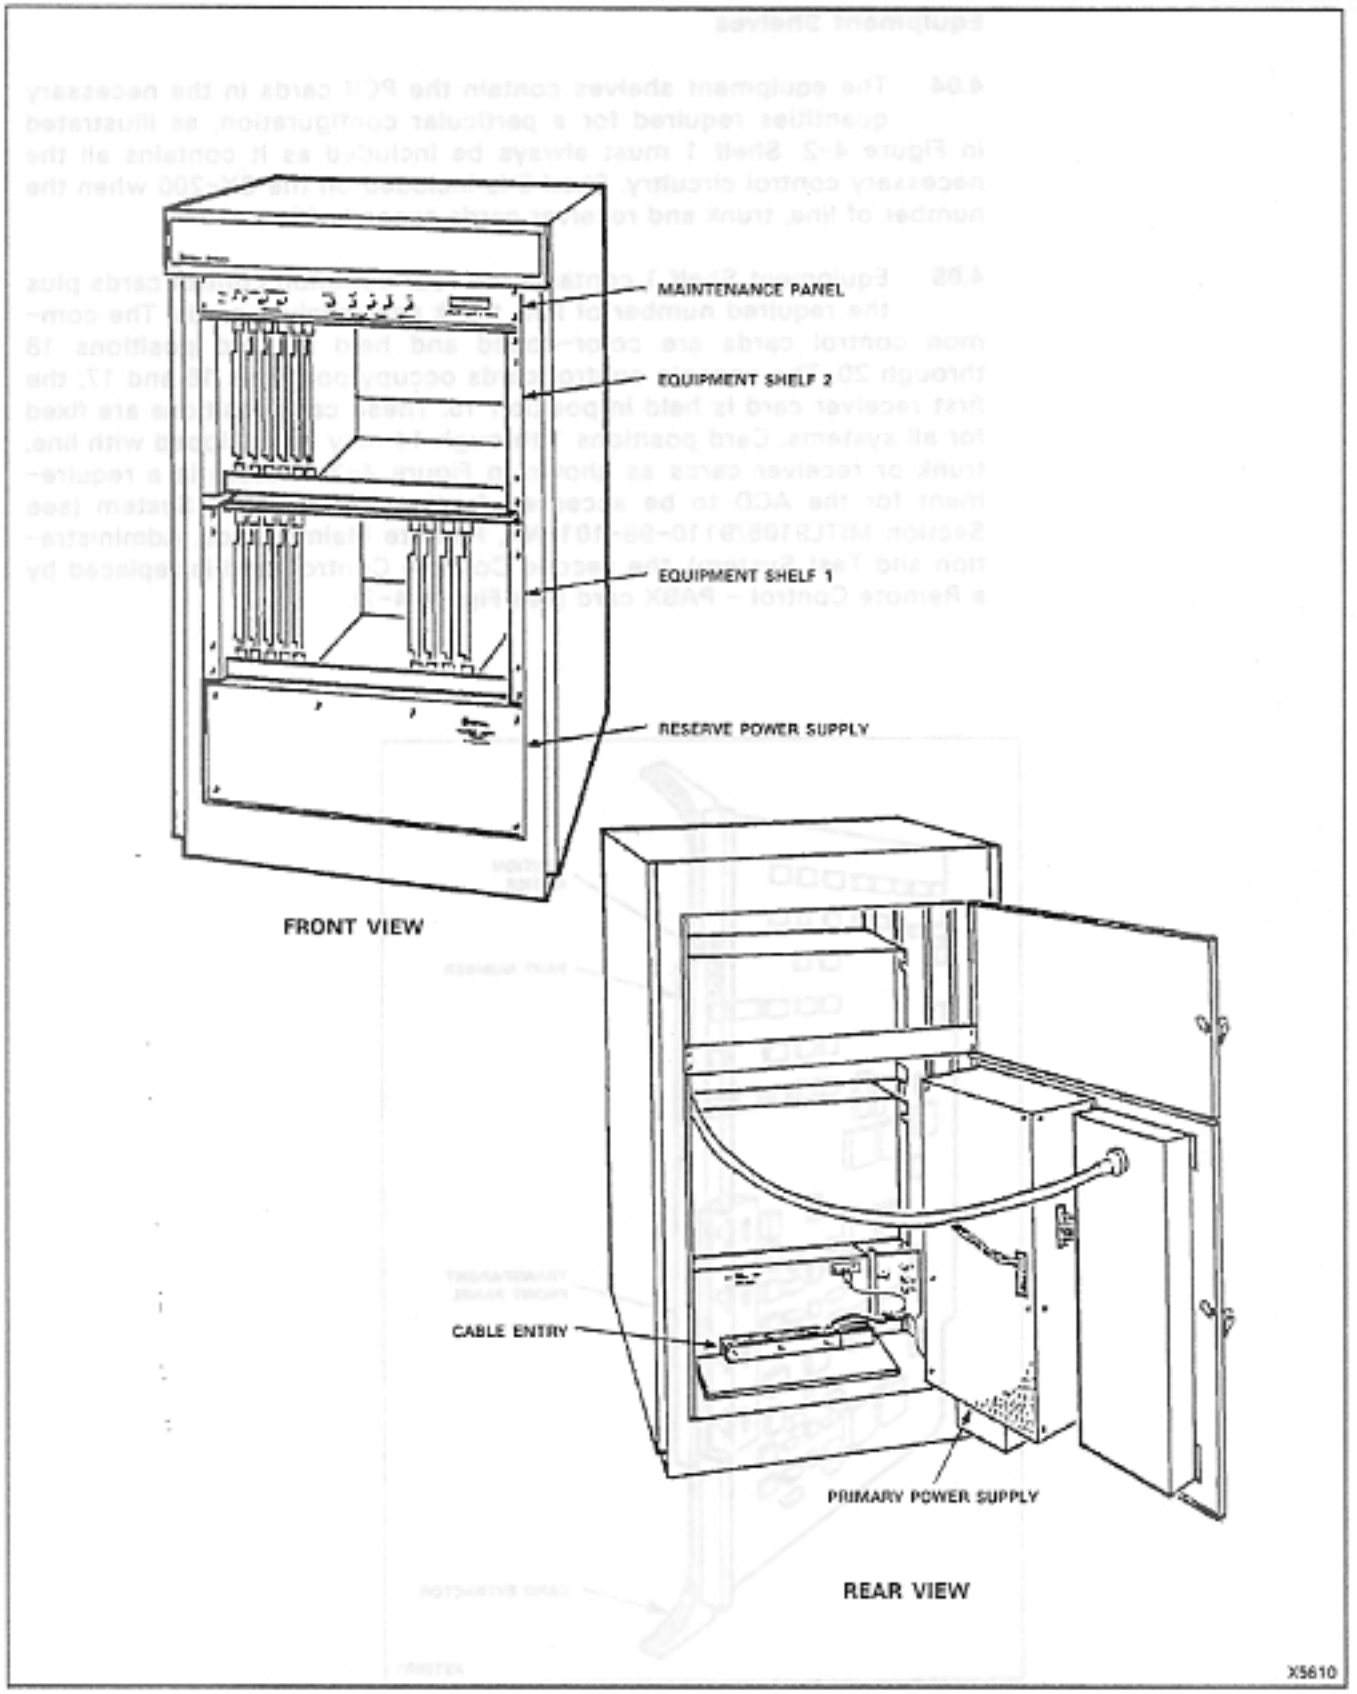

Figure 4-1 SX-200 Equipment Cabinet
3.20 The reserve power supply is designed to maintain completed system operation for a minimum of two hours in the event of a primary power failure. The batteries are housed in a completely enclosed shelf measuring 178 mm (7 in.) high, 483 mm (19 in.) wide, 381 mm (15 in.) deep and weighing approximately 43 kg (95 lb). The charging unit measures 178 mm (7 in.) high, 127 mm (5 in.) wide, 355 mm (14 in.) deep, weighs 6.4 kg (14 lb) and mounts inside the SX-200 cabinet (see Figure 4-1).
4.02 Figure 4-1 shows the SX-200 cabinet which incorporates two equipment shelves, the maintenance panel, the optional reserve power supply mounted in the base of the cabinet and the primary power supply mounted on the lower rear door.